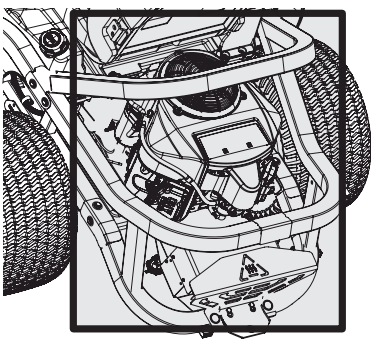

Fig. 30
- Maintenez les deux côtés des fentes de refroidissement de la transmission, le collecteur d'échappement, les fusibles, tout le câblage et tous les faisceaux de câbles, le tuyau de silencieux, le bouclier du silencieux, les crépines d'aspiration et les ailettes de refroidissement du moteur, etc. à l'écart des déchets de coupe et des feuilles (Fig. 30).